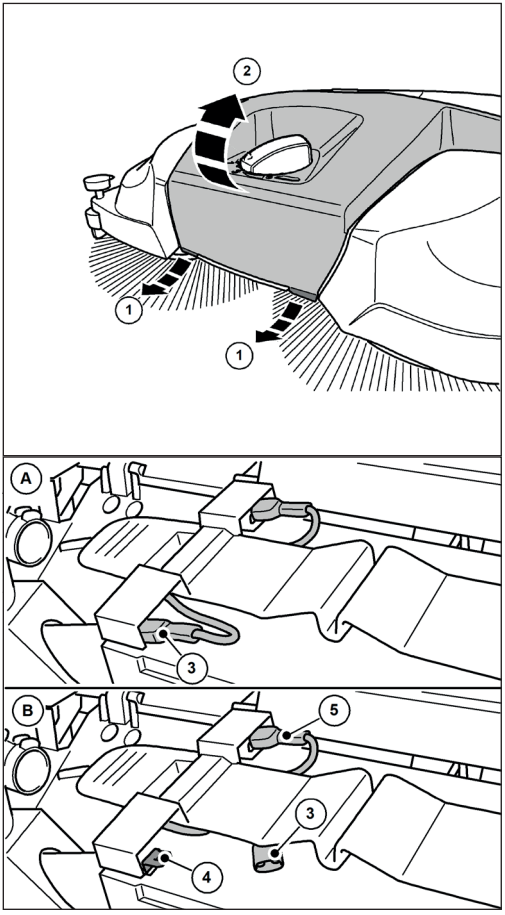

Abb. 24: Disconnect the battery connection cable
3. Disconnect the blue battery connection cable (3) from the plug-in tab (4) of the battery.
» Make sure that the blue battery connection cable (3) cannot make unintentional contact with the plug-in tab (4) due to external influences, such as movement of the device (see Fig. 24 Figure B).